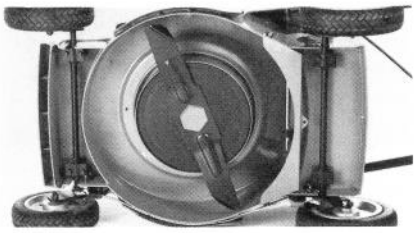

Abbildung 20
2. Mäher auf die Seite legen (Abb. 20).